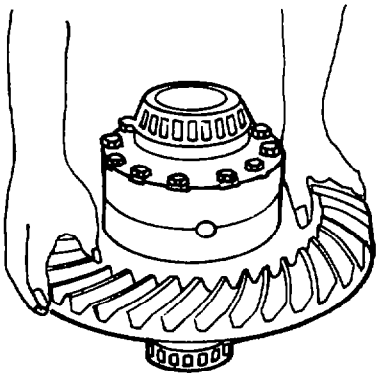

Fig. 360 — Installing Crownwheel to Flanged Differential Case
d. Fit the crownwheel (item 19) over the flanged differential case (item 20); align the bolt holes and install the bolts (item 18) and nuts (item 21) and torque to 244 - 298 Nm (180 - 220 lb.ft). Refer to fig. 360.